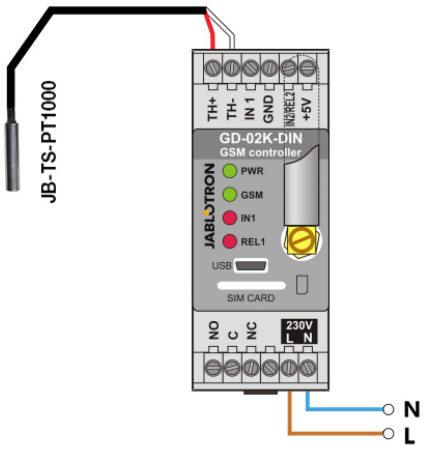

Abbildung 4: Temperaturüberwachung.
- Achten Sie beim Anschluss des Temperatursensors auf die richtige Polarität (rotes Kabel = TH +, weißes Kabel = TH-), siehe Abbildung 4.